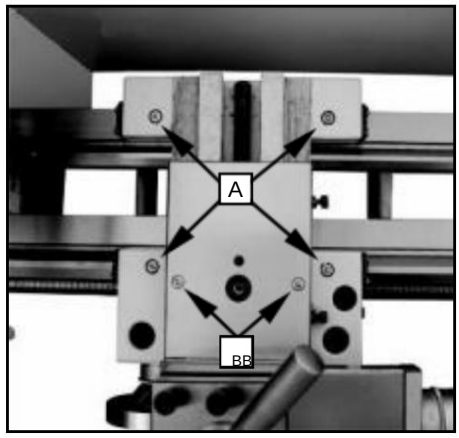

Afbeelding 36
2. Draai de gekartelde schroef (B, Afb. 36) los en open de schuifvingers. (C, Afb. 31) totdat de steun met zijn vinger rond het werkstuk kan worden bewogen. Zet de steun vast op zijn plaats.
Smeer de vier oliepoorten (A, Afb. 36) eenmaal per dag met 20W machineolie.
Smeer twee oliepoorten (B, Afb. 36) eenmaal per dag met 20W machineolie.